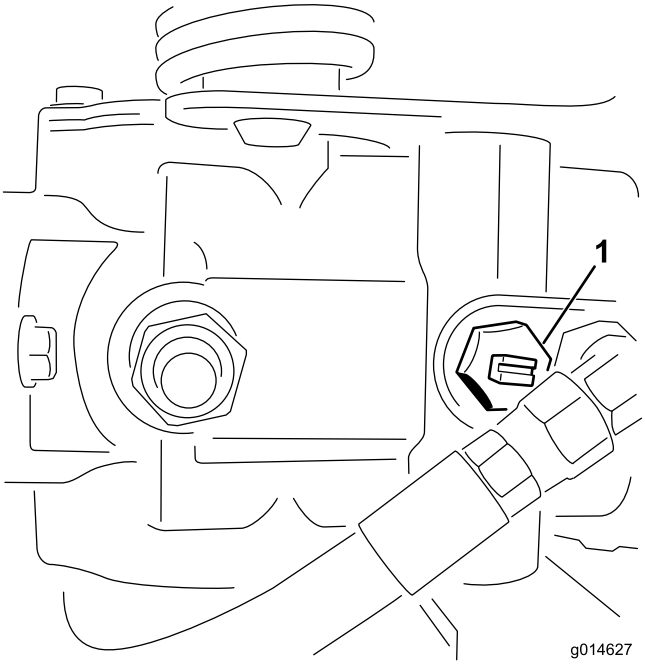

**Figur 41**
1. Find omløbsventilen på pumpen, og drej den, så rillen er vertikal (Figur 41).
2. Luk omløbsventilen ved at dreje den, så rillen er horisontal (Figur 41), før du starter motoren. Start ikke motoren, mens ventilen er åben.